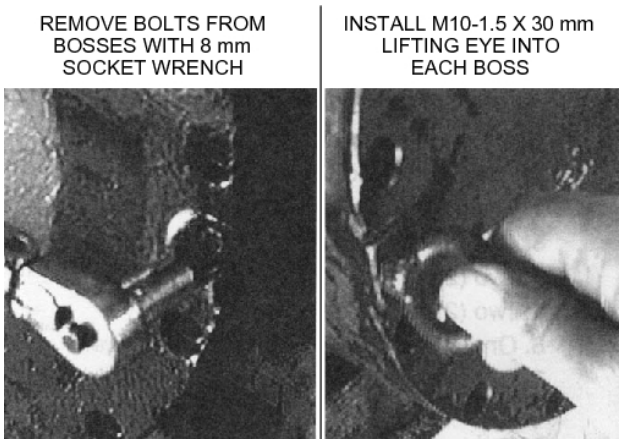

Fig. 8-6
8. Remove the two bolts from the bossed areas and install the two M10-1.5 × 30 mm lifting eyes into each of these holes. See Fig. 8-6.